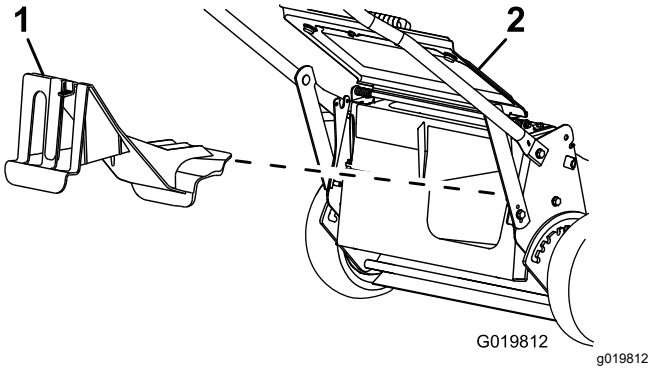

**Figure 20**
- Si l'obturateur d'éjection arrière n'est pas installé, saisissez-le par la poignée, relevez le déflecteur arrière et insérez-le dans la goulotte d'éjection arrière jusqu'à ce que le dispositif de verrouillage s'enclenche; voir Figure 20.